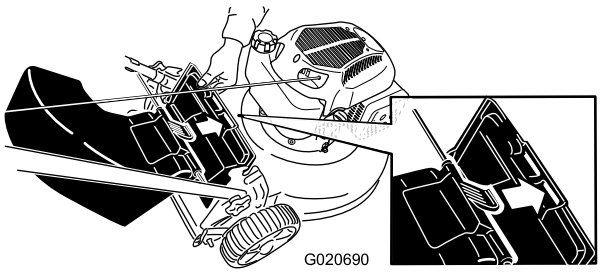

Figur 23
3. Haka fast den bakre utkastarriktaren i den högra skåran på den bakre gräsriktaren (Figur 23).